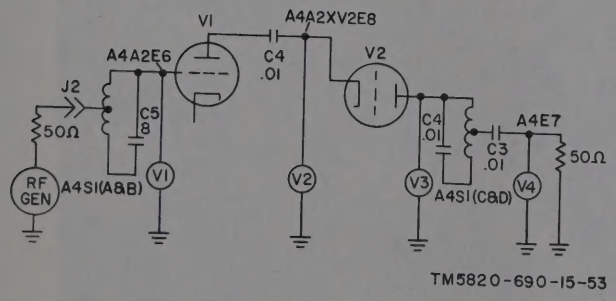

Figure 7-21. RF amplifier module signal tracing.
(1) The overall power gain ((3) below) is given in *d* below. If the gain falls significantly short of these values, isolate the trouble to the output or input tuned circuit or the amplifier. Refer to the signal tracing diagram, figure 7-21.
(2) The overall 3-db bandwidth is shown typically in *d* below. Considerable latitude (approximately ±50 percent) should be permitted between the measured values and this chart. Regardless of the net 3-db bandwidth, the bandwidth of an isolated tuned circuit (either grid or plate) should be 50 percent wider than that measured of the two in combination.
(3) The gain in db at any point is —